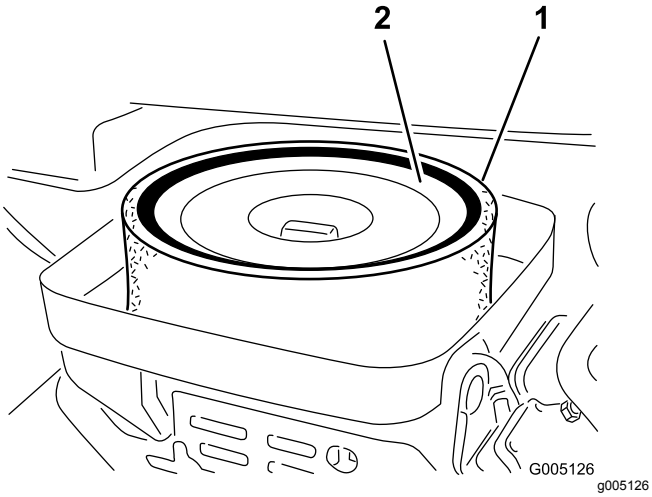

Figur 32
3. Ta bort vingmuttern som fäster delarna vid luftrenarhuset (Figur 32).
4. Ta bort skumgummidelen från pappersinsatsen om den är smutsig (Figur 32). Rengör den ordentligt på följande sätt: